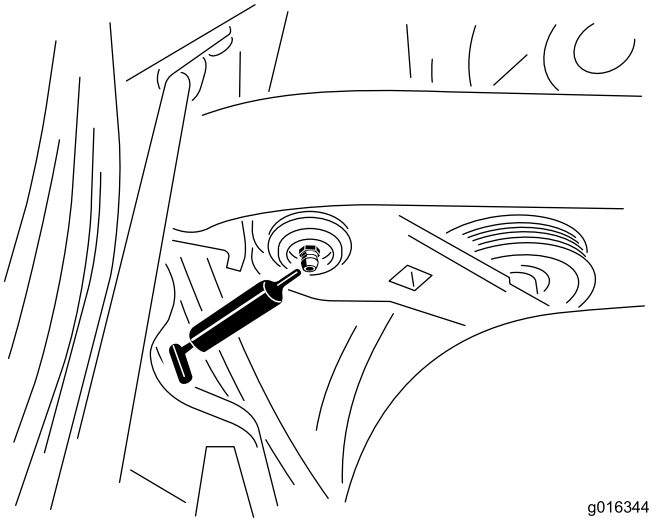

**Figur 43**
1. Torka av smörjnippeln så att främmande partiklar inte kan leta sig in i lagren eller bussningarna (Figur 43).